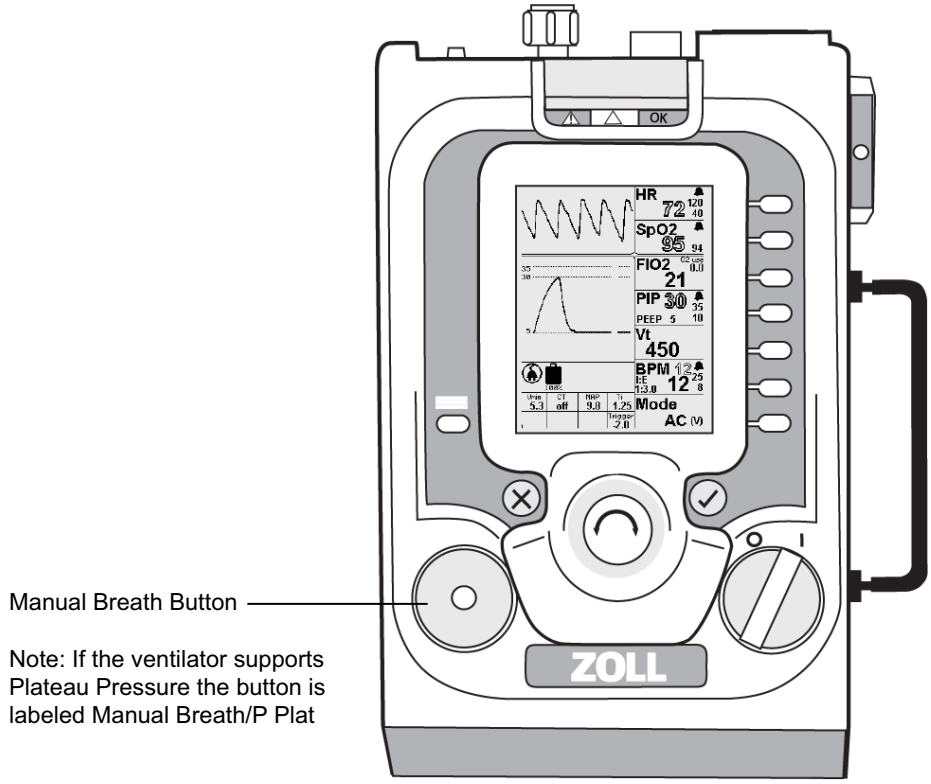

**Figure 4-3 Manual Breath/Pressure Plateau Button**
Figure 4-3 shows the Manual Breath Button on the EMV+ ventilator.
**Note:** Plateau Pressure is an optional feature on the ventilator. If the ventilator supports the Plateau Pressure option, the Manual Breath button is labeled “Manual Breath/ P Plat” (see Figure 4-3).When Plateau Pressure is available on the EMV+ ventilator, the Manual Breath button performs two functions: